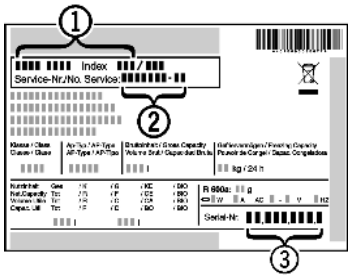

*Fig. 42*
▶ Read off the appliance name *Fig. 42 (1)*, service no. *Fig. 42 (2)* and serial no. *Fig. 42 (3)* from the model plate. The model plate can be found on the inside of the appliance on the left.